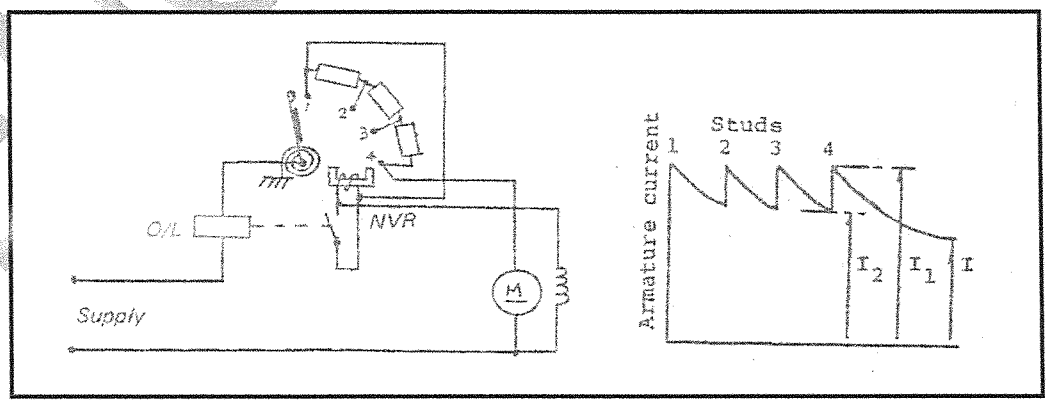

**FIGURE 1: MOTOR STARTER** (3 x 2) (6)
3.5 Study the circuit diagram and graph in FIGURE 1 below and give a short explanation of the following: